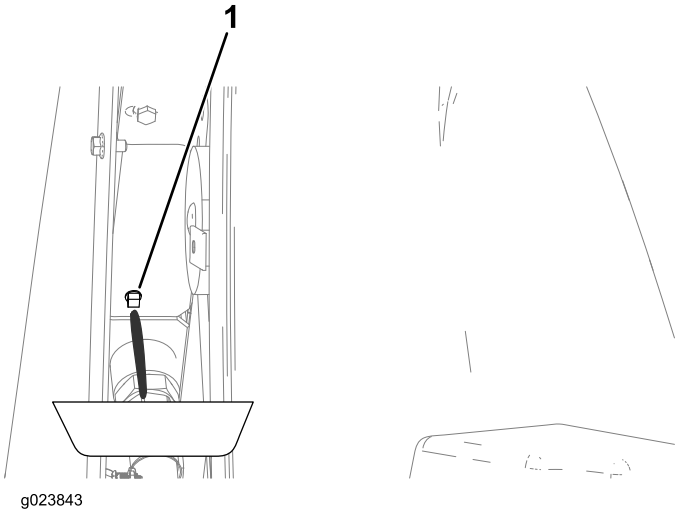

Figure 141
4. Place a drain pan under the drain plug (Figure 141).
7. Close the drain plug (Figure 141).
C. Close the drain plug (Figure 141).
H. Close the drain plug (Figure 141).